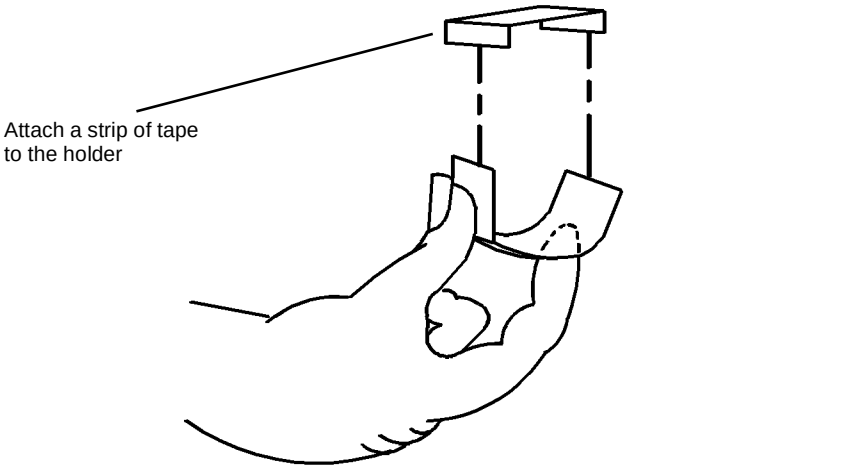

**Figure 1 Preparing the Tape**
2. ( Figure 1): Prepare one strip of tape from the Temperature Sensitive Tape Kit.